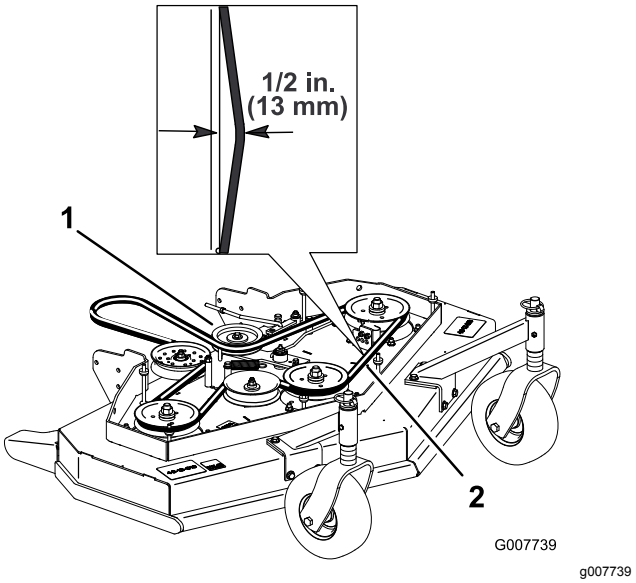

Figur 45
4. Ta bort mellandrevet och den slitna remmen (Figur 45).
Obs: Klipparens korrekta remspänning är 44–67 N med en remnedböjning på 13 mm halvvägs mellan remskivorna (Figur 45).